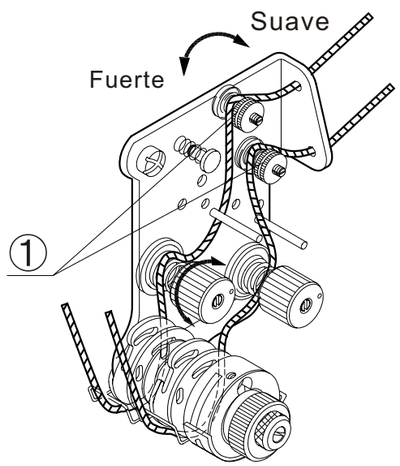

Fig. 15
2. El resultado del ajuste es que al aumentar la tensión el tamaño del hilo sobrante se acortara, por el contrario, si la tensión disminuye el tamaño del hilo sobrante se aumentara. Gira los dos botones sujetadores de hilo para ajustar la tensión. (Fig. 15)